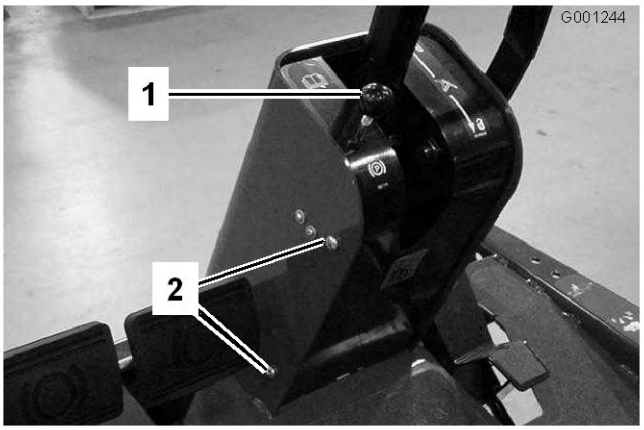

Figur 69
1. Fjern knappen fra stangen til parkeringsbremsen og skruerne fra ratstammekappen (Figur 69).